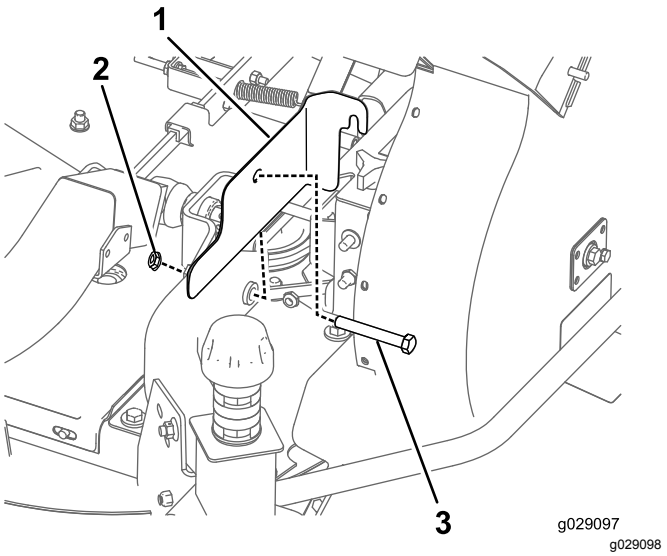

Figure 25
1. Montez le protège-courroie sur la machine (Figure 25).